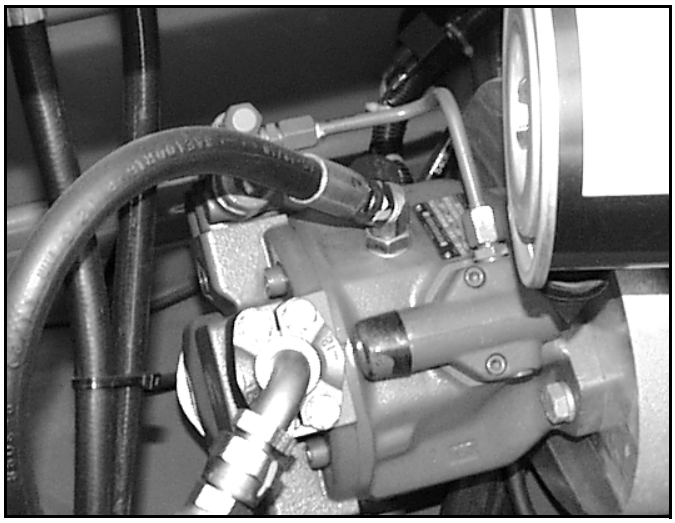

Figure 3-18: Hydraulic Pump
3.11 HYDRAULIC PUMP (FIGURE 3-18)